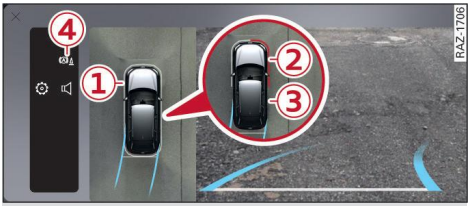

Fig. 124 Centre display: Manoeuvre assist
▸ To temporarily deactivate all interventions/warnings, press (4) ⇨ *page 224, Fig. 124* on the centre display and confirm the deactivation. The symbol will be displayed.